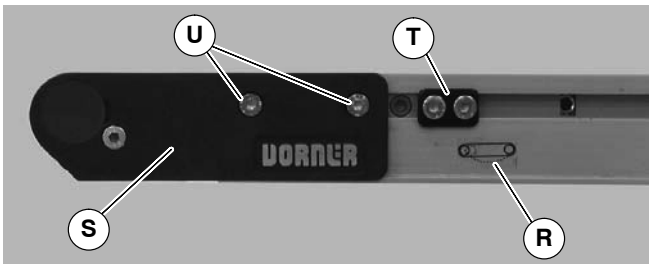

Figure 20
label (R of Figure 20), push in head plate assembly (S): On both sides of conveyor, loosen and move cam tracking assemblies (T) (if equipped) away from head plates, then loosen fastening screws (U) and push head plate assembly inward.